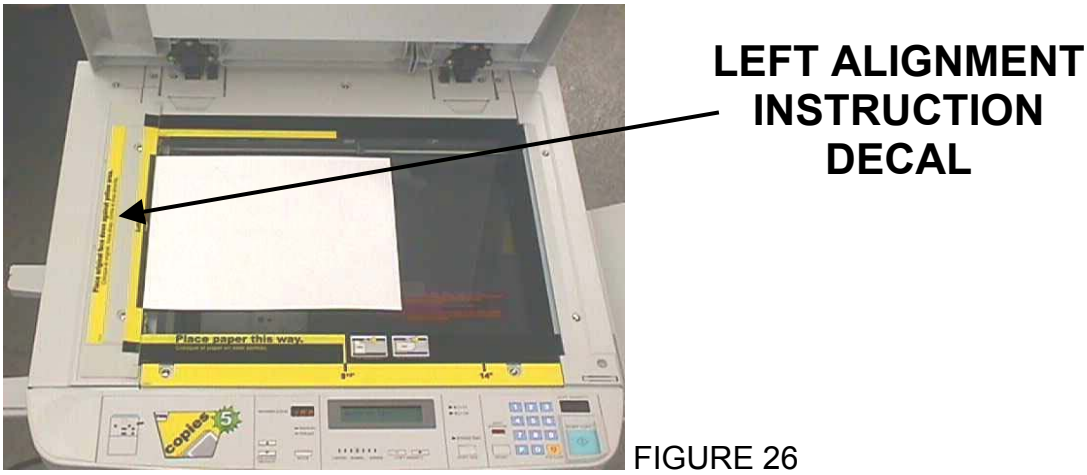

FIGURE 26
6.5 Attach the Left Alignment Instruction Decal to the copier as shown. (see figure 26)